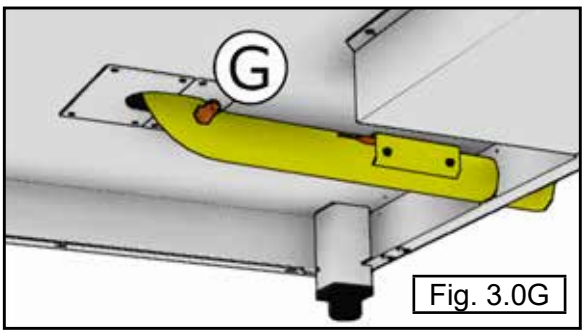

Fig. 3.0G
Grâce à l'injecteur (G), l'électrovalve introduit de l'eau froide dans le tuyau d'évacuation pour condenser la vapeur quand la température atteint 90°C (Fig. 3.0G).